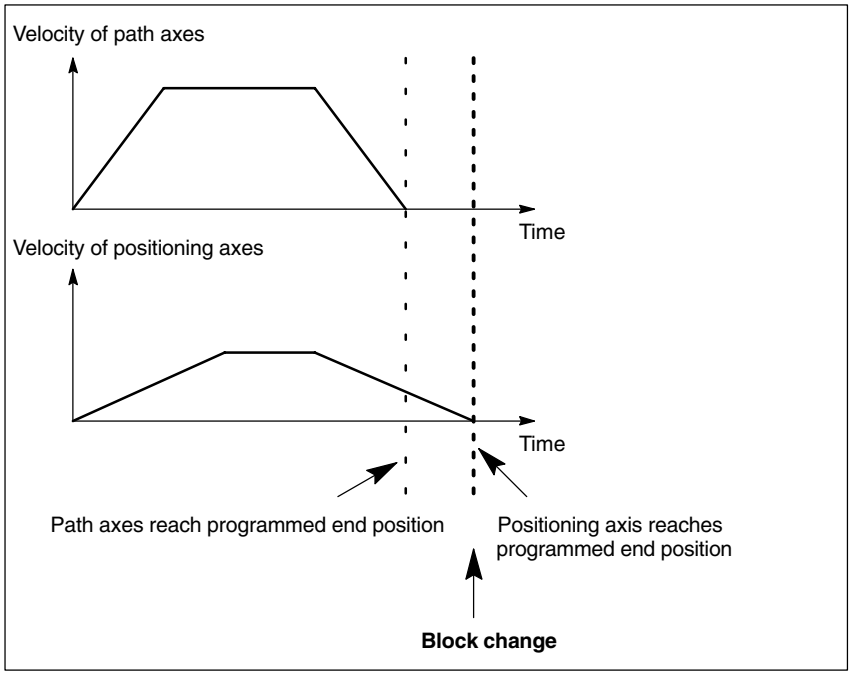

Fig. 2-1 Example of block change for positioning axis type 1
- Continuous-path mode (G64) is only possible for path axes if the positioning axes reach their end positions ahead of the path axes (this is not the case in the example in Fig. 2-1).